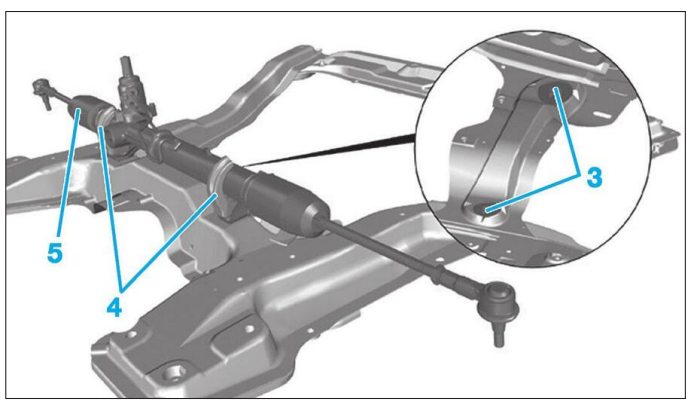

**Fig. 15**
• Déposer les vis de fixations (3) et les brides (4) du boîtier de direction **(Fig.15)**.
*Lors de la dépose du mécanisme de direction (5), veiller à ne pas détériorer les soufflets.*